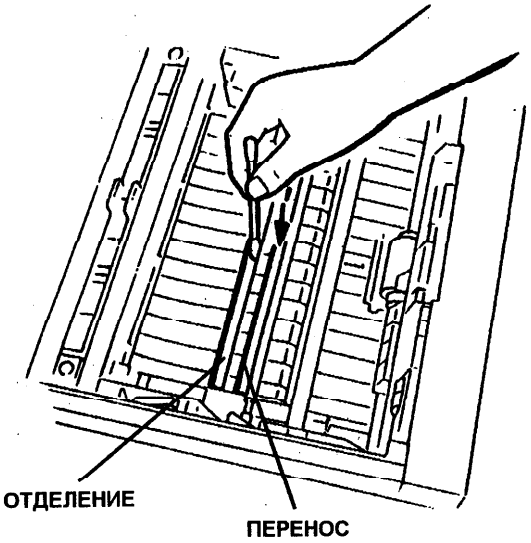

Рис. 14. Коротроны переноса и отделения
a. Осмотрите или с помощью ватного тампона очистите коротрон переноса (Рис. 14).
b. Осмотрите или с помощью ватного тампона очистите коротрон отделения (Рис. 14).